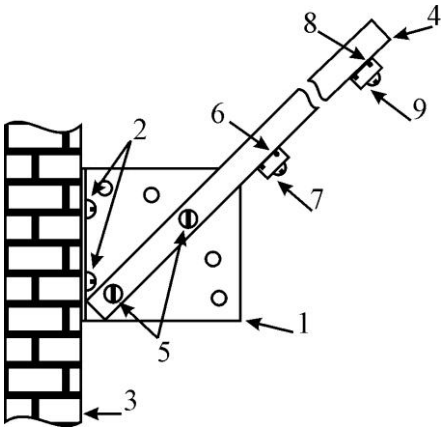

рис. 10.5
10.1.3 Установить кронштейны с диэлектрическими консолями из комплекта монтажных частей (КМЧ2 или КМЧ3) на заграждение с интервалом ~ 3…5 метров. Кронштейны 1 крепить к заграждению 3 с помощью шурупов, болтов или др. крепежных изделий 2 в соответствии с рис. 10.5. Установить на кронштейне 1 диэлектрическую консоль 4. Закрепить в нижней части консоли 4 НП 6 с помощью прижима и винта (шурупа) 7. Также закрепить в верхней части консоли 4 ВП 8.